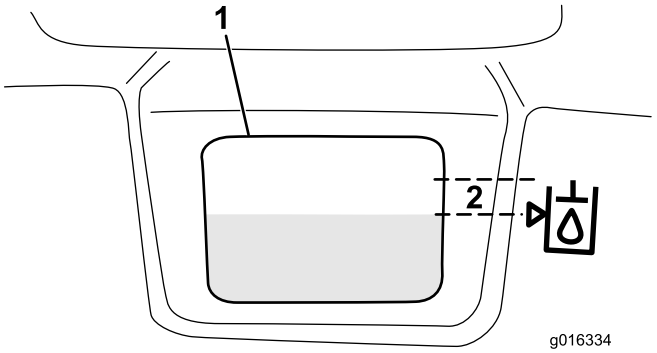

**Figuur 31**
3. Vul het reservoir langzaam met geschikte hydraulische vloeistof tot het niveau zich hoogstens 6 mm van de pijl in het symbool naast het witte venster aan de voorkant van het reservoir bevindt (Figuur 31). Niet te vol vullen.